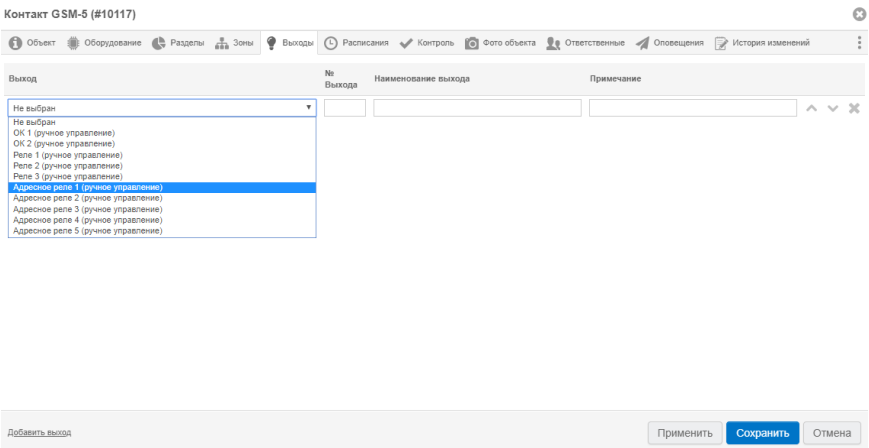

Рисунок 6. Добавление выходов
- Добавьте нужные выходы реле (**Адресное реле 1-5 ручное управление**), рис. 6;